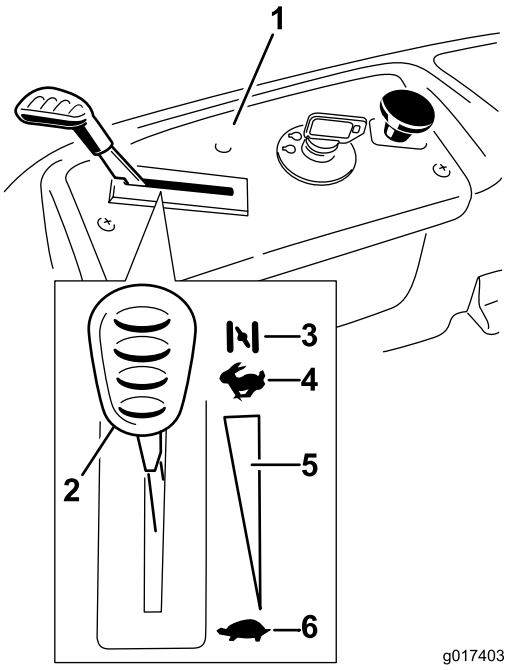

Figur 13
3. Træk op i chokeren før start af en kold motor (Figur 13).
2. Flyt gashåndtaget til positionen Hurtig (Figur 13).